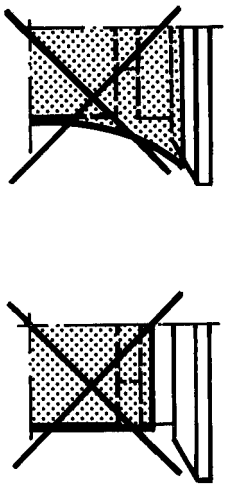

Fig. 2
b) Loosen the nut (2) and adjust with the screw (3) so that the packaging material web is positioned according to fig. 2 between the flange (4) and the spring loaded flange (5).
c) Tighten the nut (2).